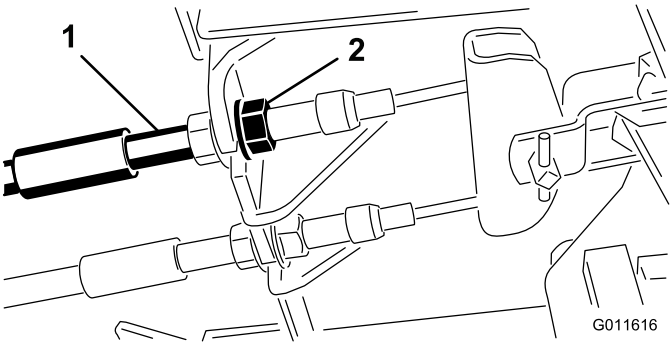

Figur 70
1. Tilspænd bremserne for at reducere bremsepedalernes frie vandring ved at løsne den forreste møtrik på bremsekablets gevindende (Figur 70).